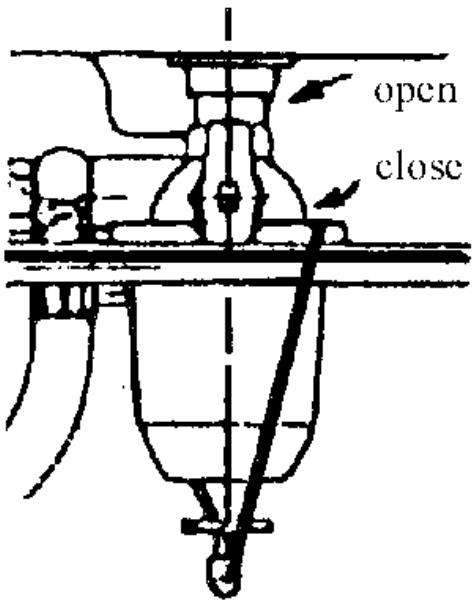

Fig.4-7
(3)Unscrew the switch of the sediment cup. (Fig 4-7)